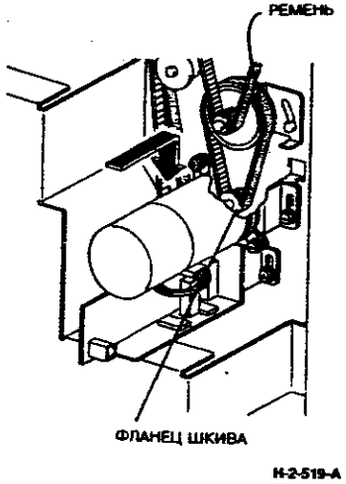

**Рисунок 2. Установка узла двигателя транспортера**
2. (Рисунок 2) Проверьте правильность положения ремня на шкиве. Проверьте, что ремень не набегает на фланец шкива.